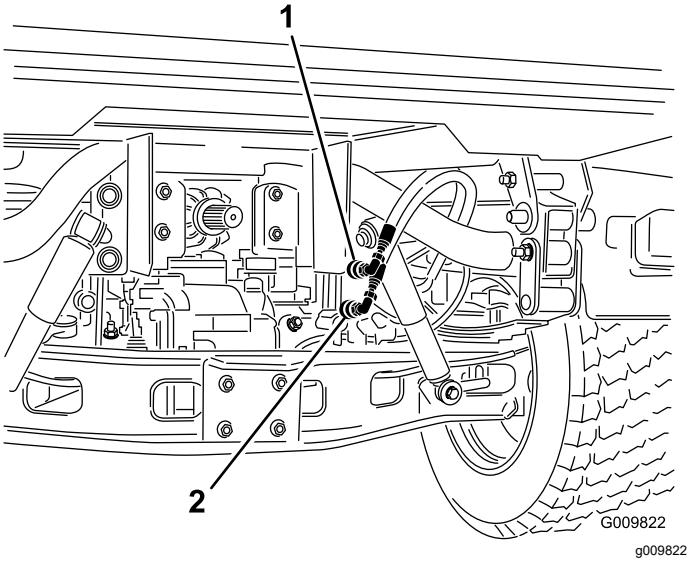

Figura 73
2. Desligue, em ambas as máquinas, as 2 mangueiras de acoplamento rápido das mangueiras ligadas ao suporte do acoplamento (Figura 73).